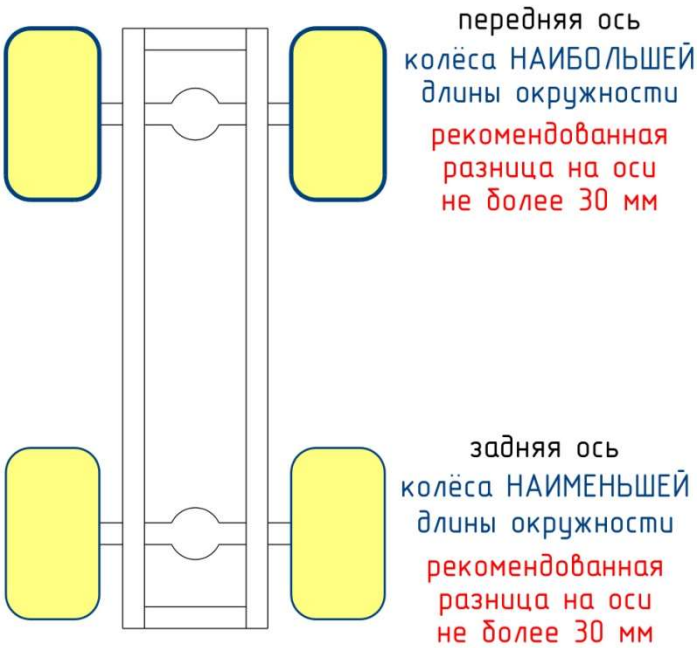

Рис. 10.1 Расстановка колёс
- В случае, если длина окружности колёс разная их следует располагать на ВТС в порядке убывания длины окружности от передней оси к задней, учитывая вышеуказанную рекомендацию для колёс на одной оси (рис. 10.1).